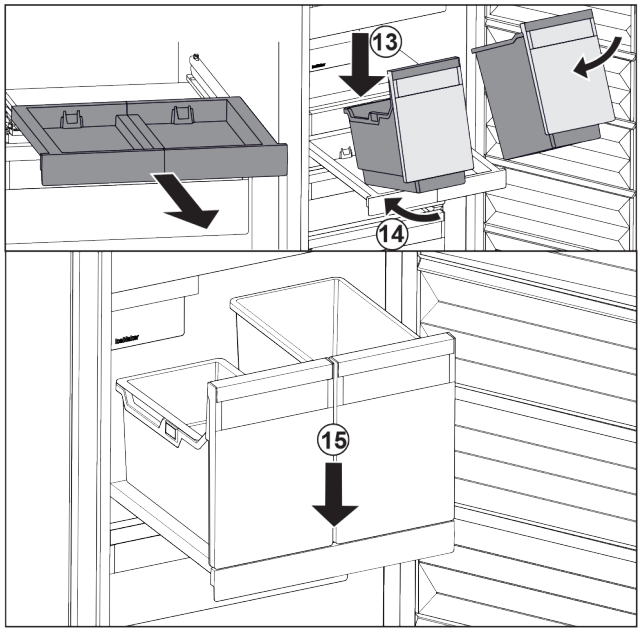

Fig. 175
▶ Așezați recipientele oblic pe raftul extractibil. *Fig. 175 (13)*
▶ Inserați recipientul oblic spre partea posterioară. *Fig. 175 (14)*
▶ Depuneți recipientul în față. *Fig. 175 (15)*